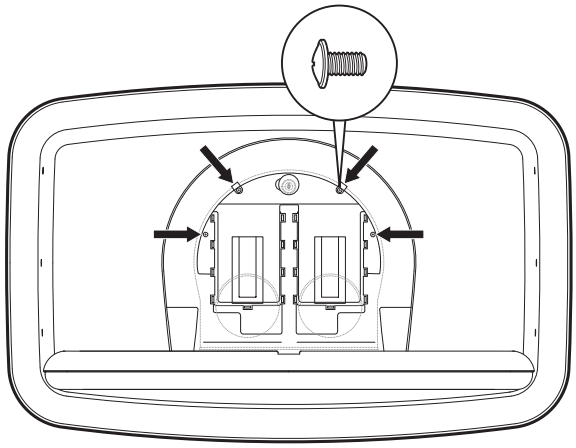

Fig. 3
- Utilisez le matériel fourni pour fixer le distributeur d'alaises au cadre métallique. **Fig. 3**